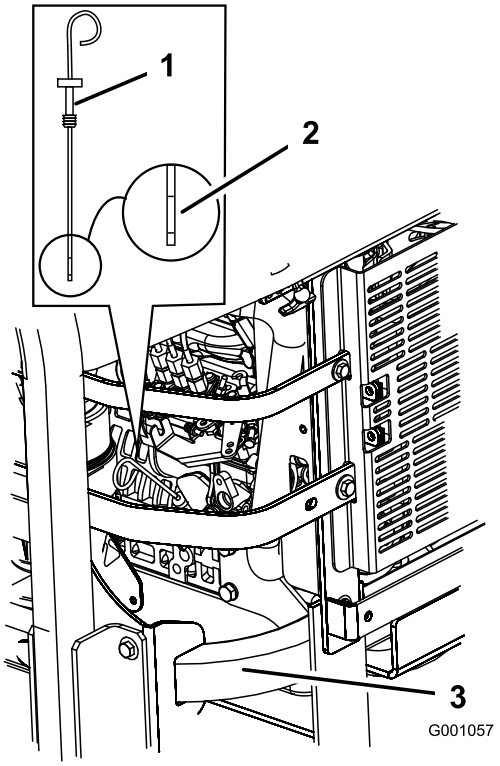

Figur 42
3. Rengør området omkring målepinden (Figur 42), så der ikke trænger snavs ned i hullet til målepinden, der kan beskadige motoren.
4. Træk målepinden ud, og aftør pindens metalende (Figur 42).
5. Før målepinden helt ind i påfyldningsrøret. Træk målepinden ud, og kig på pindens metalende (Figur 42). Hvis oliestanden er lav, skal der kun langsomt påfyldes så meget olie i påfyldningshullet, at oliestanden stiger til full-mærket.